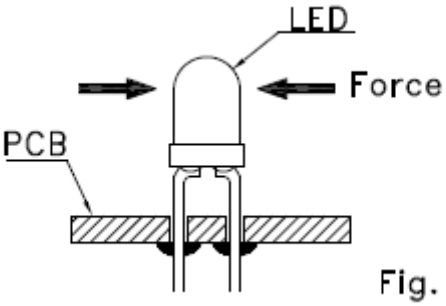

Fig. 9
6. After soldering or other high-temperature assembly, allow the LED to cool down to 50℃ before applying outside force (Fig.9). In general, avoid placing excess force on the LED to avoid damage. For any questions please consult with LIGHT representative for proper handling procedures.